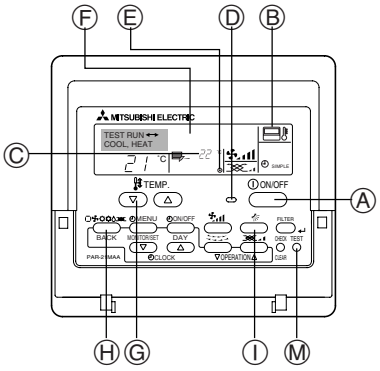

Fig. 7-1
7.2.1. Al usar el controlador remoto cableado (Fig. 7-1)
① Encienda el aparato por lo menos 12 horas antes de llevar a cabo la prueba de funcionamiento
② Pulse el botón de prueba de funcionamiento [TEST] (PRUEBA) dos veces. ➡ Indicador del cristal líquido de prueba en funcionamiento "TEST RUN" (EJECUCIÓN DE PRUEBA)
③ Pulse el botón de selección de modo [Mode selection] (Modo). ➡ Compruebe que sale aire.
④ Pulse el botón de selección de modo [Mode selection] (Modo) y cambie al modo de refrigeración (o calefacción). ➡ Compruebe que sale aire frío (o caliente).
⑤ Pulse el botón de velocidad del aire [Fan speed] (Velocidad del aire). ➡ Compruebe que cambia la velocidad del aire.
⑥ Compruebe el funcionamiento del ventilador de la unidad exterior.
⑦ Desactive la prueba de funcionamiento pulsando el botón de activación/desactivación [ON/OFF] (ACTIVAR/DESACTIVAR). ➡ Parar
⑧ Registre un número de teléfono.